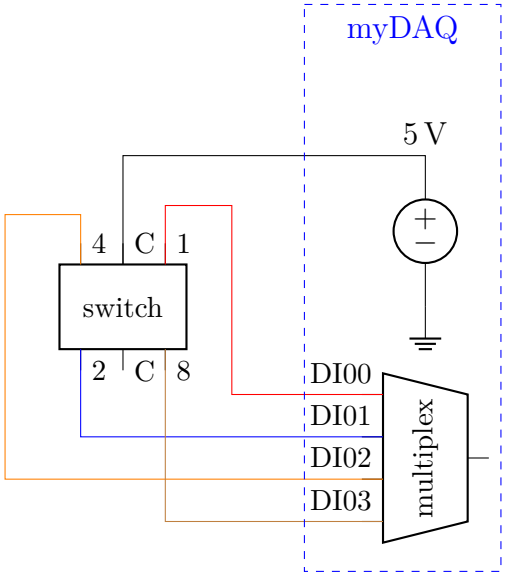

Figura 1.1: Lectura de estados de un interruptor rotativo de 16 posiciones.
a. Realice las conexiones del circuito tal y como se indica en la Figura 1.1.
- Dividir el numero entero obtenido entre el valor máximo (15) y mostrar el valor en un "Slide"